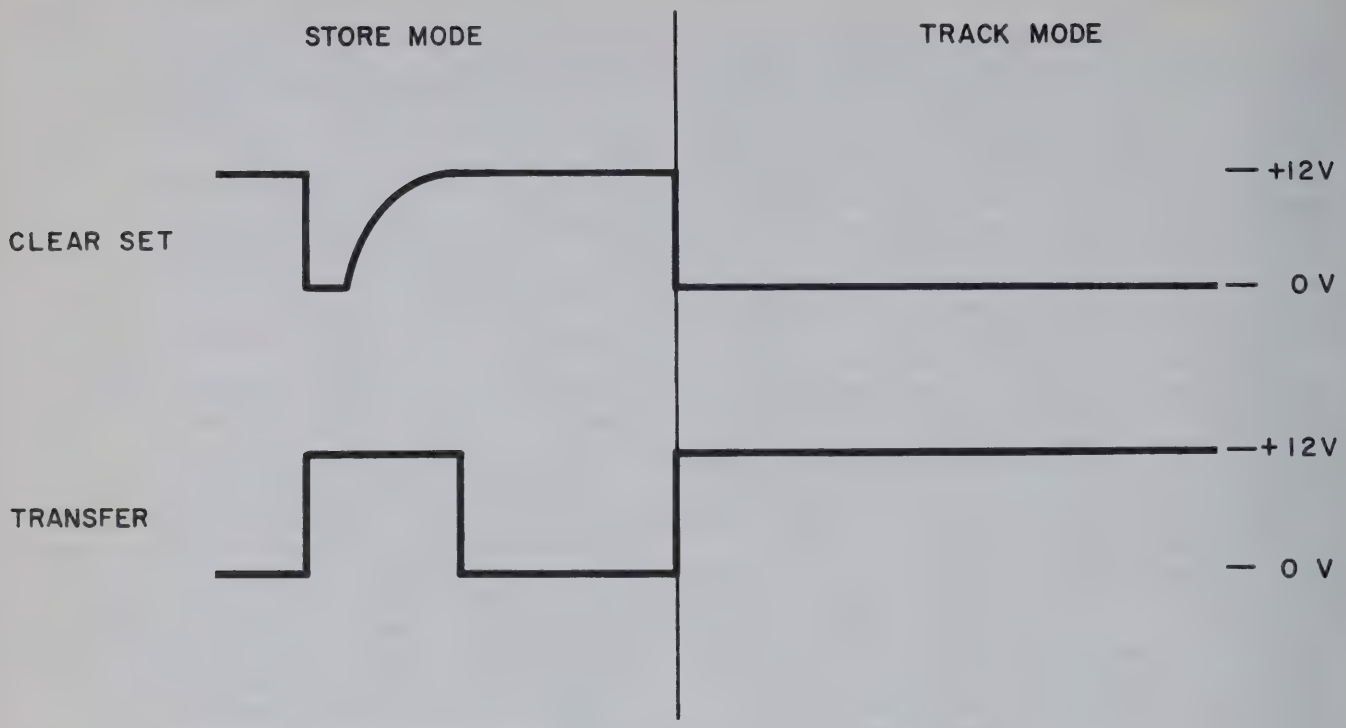

Figure 4-25. Store and Track Mode Readout Waveforms
The silicon-controlled switches are also used as the storage elements when the counter is operated in the store mode. In this mode of operation the positive clear-set voltage keeps the silicon-controlled switch in conduction after the AND gate is no longer activated. This causes the number displayed to remain illuminated even though the number in the count decade changes. When the clear-set voltage is removed the silicon controlled switch cuts off. To turn on the switch the AND gate must be reactivated. In the store mode this requires the presence of the transfer signal as well as the proper inputs from the count decades. Thus, the AND gate turns on the silicon-controlled switch, application of the clear-set signal holds it on, and removal of clear set turns it off. Figure 4-25 shows the relationship between the clear set and transfer signals during store and track operation.
c. USEFUL ILLUSTRATIONS. — Illustrations useful in maintaining this functional section are: figures 4-25, 4-26, 4-27, 4-28, 4-29, 5-42, 5-47, 5-48, 5-49, 5-77, and 5-78.